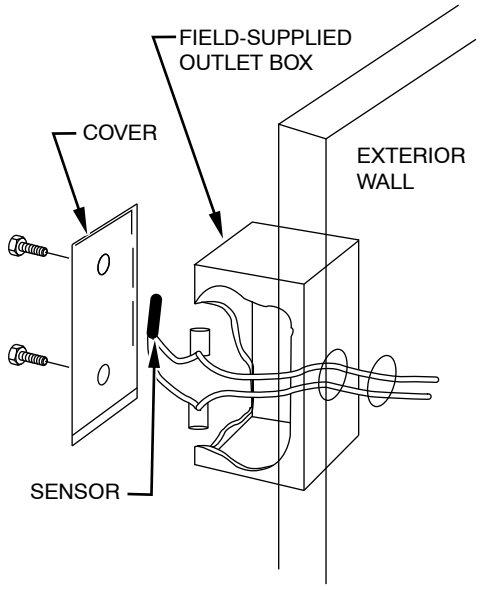

Fig. 12 - Mounting Sensor to Outside Wall
1. The recommended wall for mounting the sensor is the north side of the building. The mounting height should be at 2 to 3 ft above ground level, or all the way up into the eave. The effect on the sun warming on the 3 walls (i.e. South, West and East) can produce unacceptable temperature errors under the right conditions. The sensor should be mounted inside an ordinary or weatherproof outlet box. (See Fig. 12.)
4. Using the supplied wire nuts, connect sensor with splice wires as required. Solid thermostat or stranded, 22 AWG (or heavier wire) may be used for splicing. Connections should be located within an outlet box or within the inside wall (check your local codes). (See Fig. 12.)